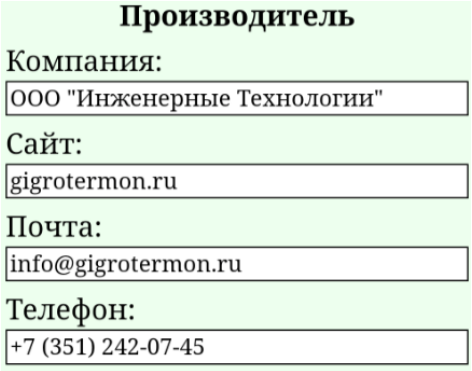

Рисунок 20 – Панель «Производитель»
2.8.5.3.2 На панели «Производитель» (рис. 20) указана контактная информация производителя прибора. Поля не редактируемые.